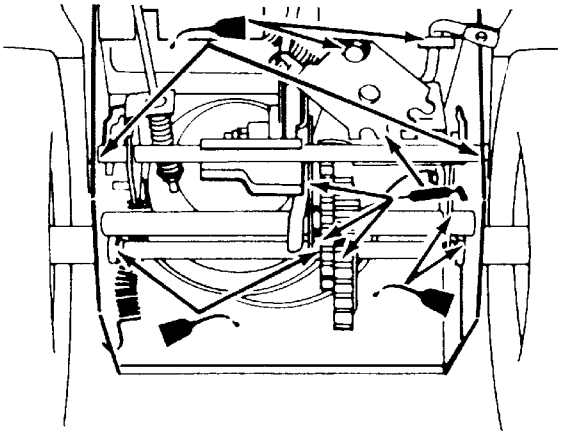

Figure 30
5. Lightly lubricate the snowthrower with light oil as shown in Figure 30.
6. Grease the snowthrower as shown in Figure 30.